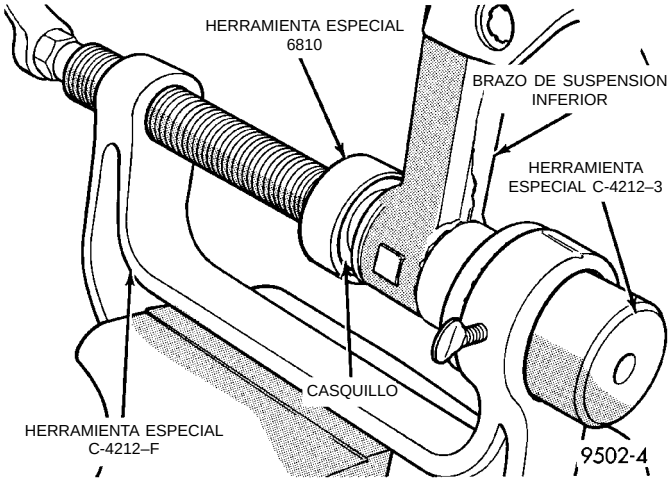

Fig. 75 Instalación del casquillo delantero
(3) Instale el brazo de suspensión inferior como muestra la (Fig. 75) en las Herramientas especiales ensambladas para la instalación del casquillo aislante delantero en el brazo de suspensión inferior. Asegúrese de que la Herramienta especial C-4212-F esté en posición perpendicular sobre el brazo de suspensión inferior y que la Herramienta especial 6810 se emplace correctamente en el casquillo aislante.